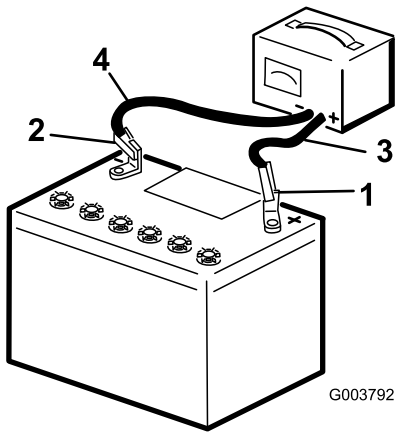

Figure 130
5. Connectez le câble positif du chargeur de batterie à la borne positive de la batterie (Figure 130).
6. Branchez le câble négatif du chargeur de batterie à la borne négative de la batterie (Figure 130).
8. Quand la batterie est chargée au maximum, débranchez le chargeur de la source électrique, puis débranchez les fils du chargeur des bornes de la batterie (Figure 130).